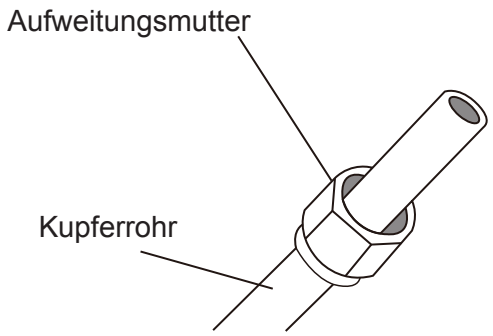

Abb. 6.3
3. Setzen Sie Überwurfmuttern auf beide Rohrenden. Stellen Sie sicher, dass sie richtig ausgerichtet sind. Siehe Abb. 6.3.